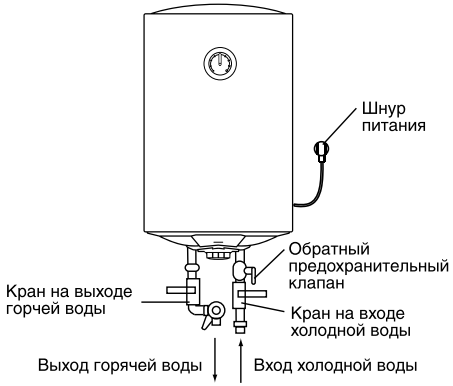

**Рис. 5**
3. Предохранительный обратный клапан следует устанавливать в месте входа воды (см. рис. 5).